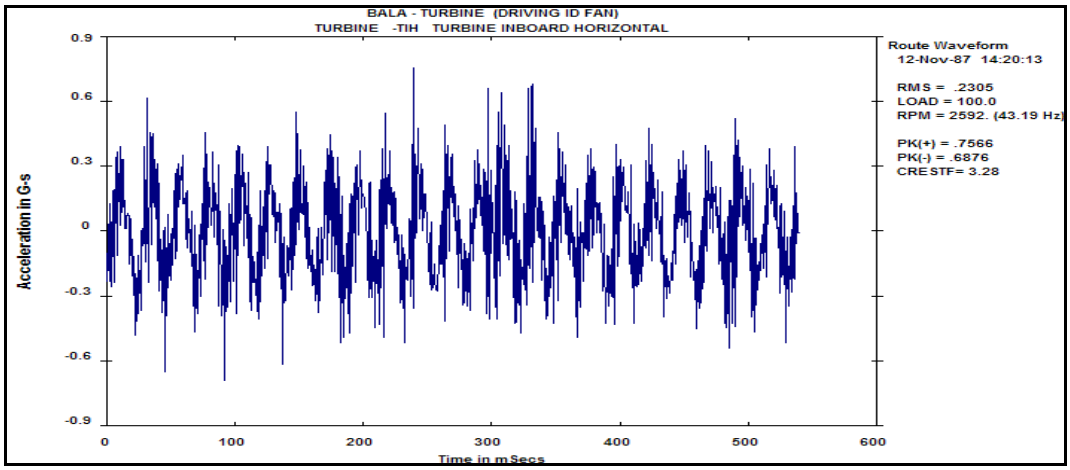

Figure 9
5) Periodic, sinusoidal waveform (Figure 9)
7) Period between peaks corresponding to turning speed (Figure 9)